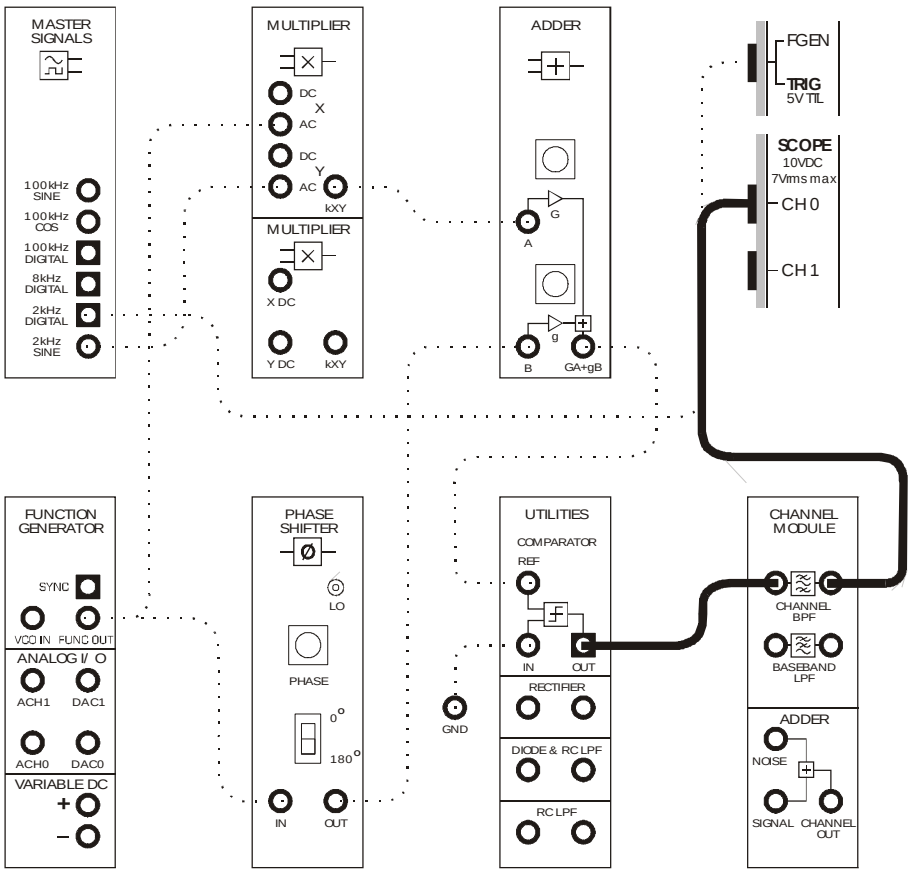

Figure 9
43. Modify the set-up as shown in Figure 9 below.